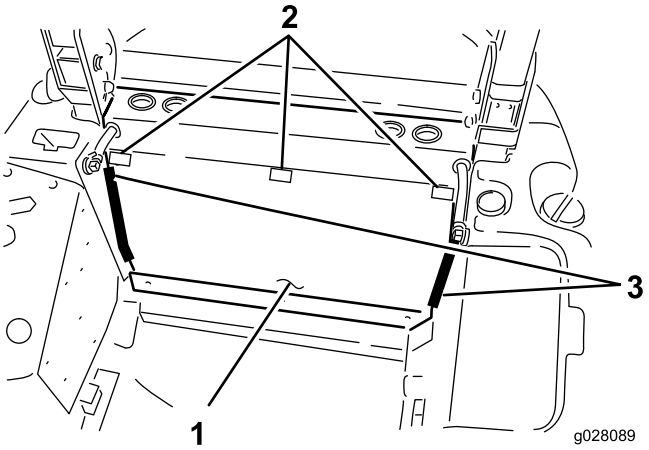

**Rysunek 57**
2. Przyłóż panel tylny na swoje miejsce i ustaw górne otwory mocujące równo z otworami w poprzecznicy ramy (Rysunek 57).